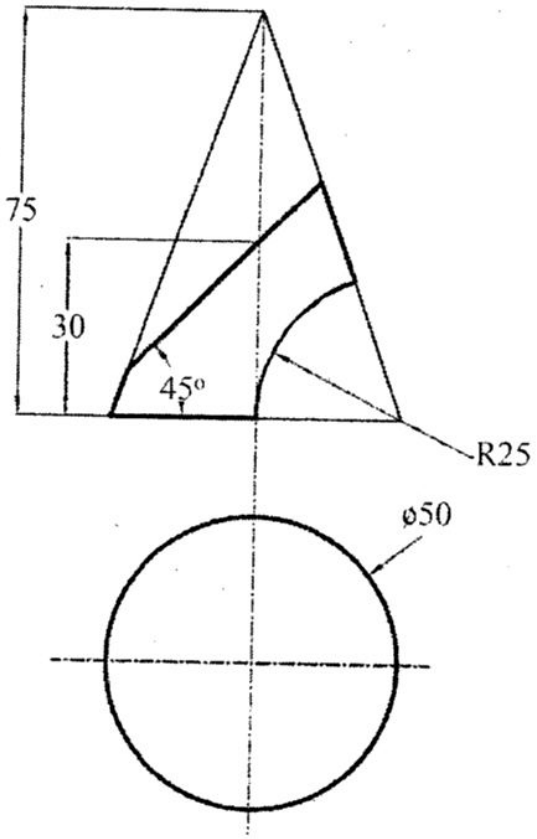

Figure 1 (الشكل 1)
(2) All questions carry equal marks.]
5. Draw the development of the cone given in figure 1.